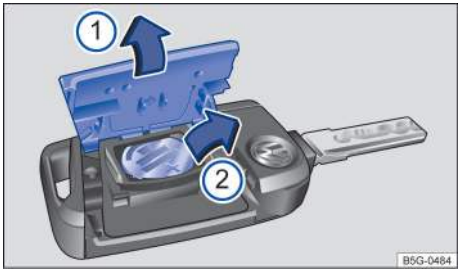

Fig. 49 Remote control vehicle key: Opening the battery compartment cover and removing the old battery.
The battery is in the back of the remote control vehicle key under a cover → fig. 49 (1).
Key to fig. 49:
— Remove the cover on the back of the remote control vehicle key → fig. 49 (1) in the direction of the arrow using a suitable object such as a coin → (!). This action may require some force.
— Use a thin object to pry the battery out of the battery compartment → fig. 49 (2).